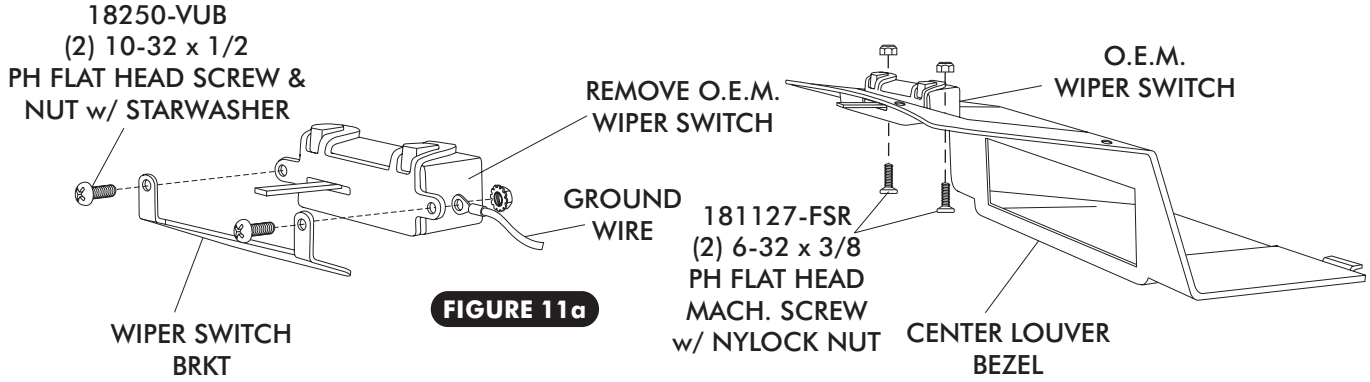

FIGURE 11a
☐ INSTALL THE WIPER SWITCH BRACKET & GROUND WIRE USING (2)10-32 x ½ PH PAN HEAD SCREWS & (2) NUTS w/ STAR WASHER AS SHOWN IN FIGURE 11a BELOW.
☐ INSTALL THE O.EM WIPER SWITCH ON THE CENTER LOUVER BEZEL USING (2) 6-32 x 3/8 PH FLAT HEAD SCREWS w/ NYLOCK NUTS AS SHOW IN FIGURE 11a BELOW.